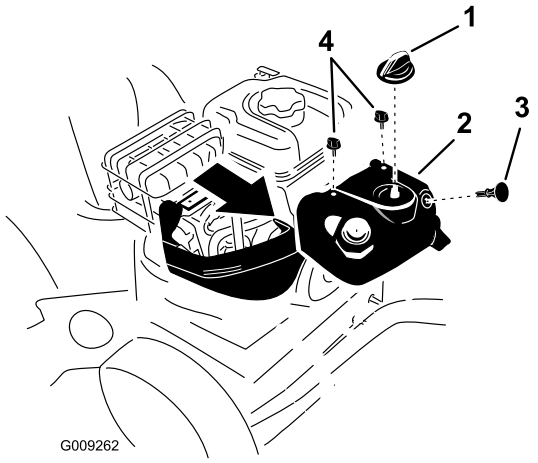

Figur 55
Bemærk: For at få adgang til tændrøret skal du først fjerne den øverste snehjelm (Figur 55).
1. Fjern chokerhåndtaget og tændingsnøglen (Figur 55).
2. Fjern de to skruer, der fastgør den øverste snehjelm på sneslyngen (Figur 55).